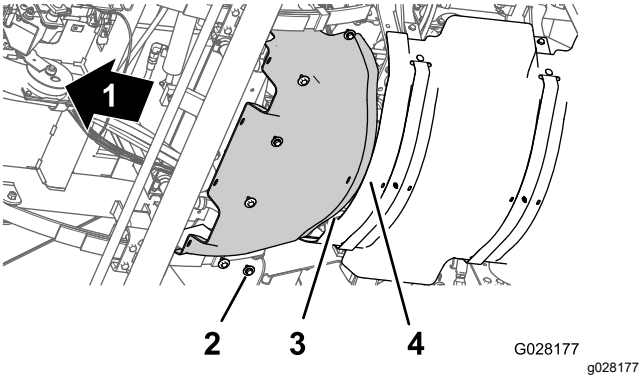

**Figur 66**
1. Rikta in den främre värmesköldens bakre fläns över den bakre värmesköldens främre fläns (Figur 66).
2. Rikta in hålen i den främre värmeskölden med de gängade hålen i chassit (Figur 66).
3. Fäst den främre värmeskölden på maskinen med de sex sexkantsskruvarna och sex brickorna (Figur 66) som du tog bort i steg 3 av Ta bort den främre värmeskölden (sida 51).